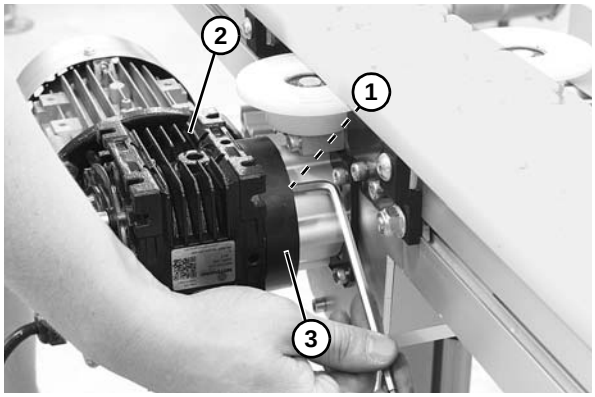

Figure 83
1. Remove four socket head screws **(Figure 83, item 1)**. Remove drive package **(Figure 83, item 2)** from drive motor mounting bracket **(Figure 83, item 3)**.